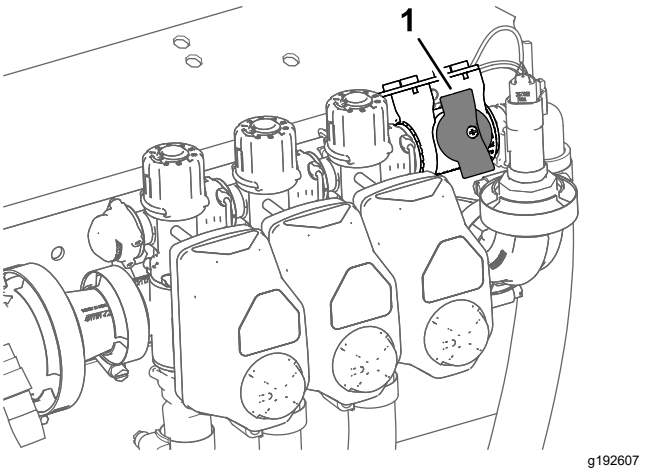

Bild 42
2. Drehen Sie das Handrad für das Abstellventil des Sicherheitsventil des Abschnitts in die geschlossene Stellung (Bild 42).